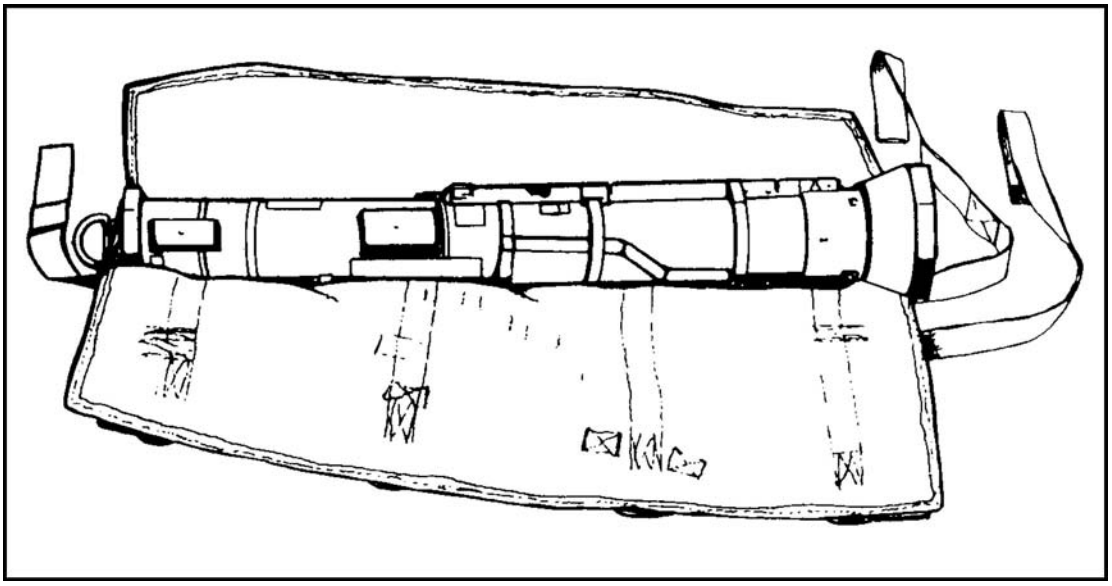

Figure 12-49. AT4 weapon round positioned.
(1) Position the weapon round on the pack with the carrying sling facing down, the launcher forward (small) end fitted into the nonadjustable cross D-ring strap, and the launcher aft (large) end centered on the middle launcher aft end securing strap (Figure 12-49).
(2) Ensure that the launcher forward (small) end fits snugly into the nonadjustable cross D-ring strap.
(3) Fold the portion of the pack that has the rifle muzzle and butt stow pockets attached over the weapon round.